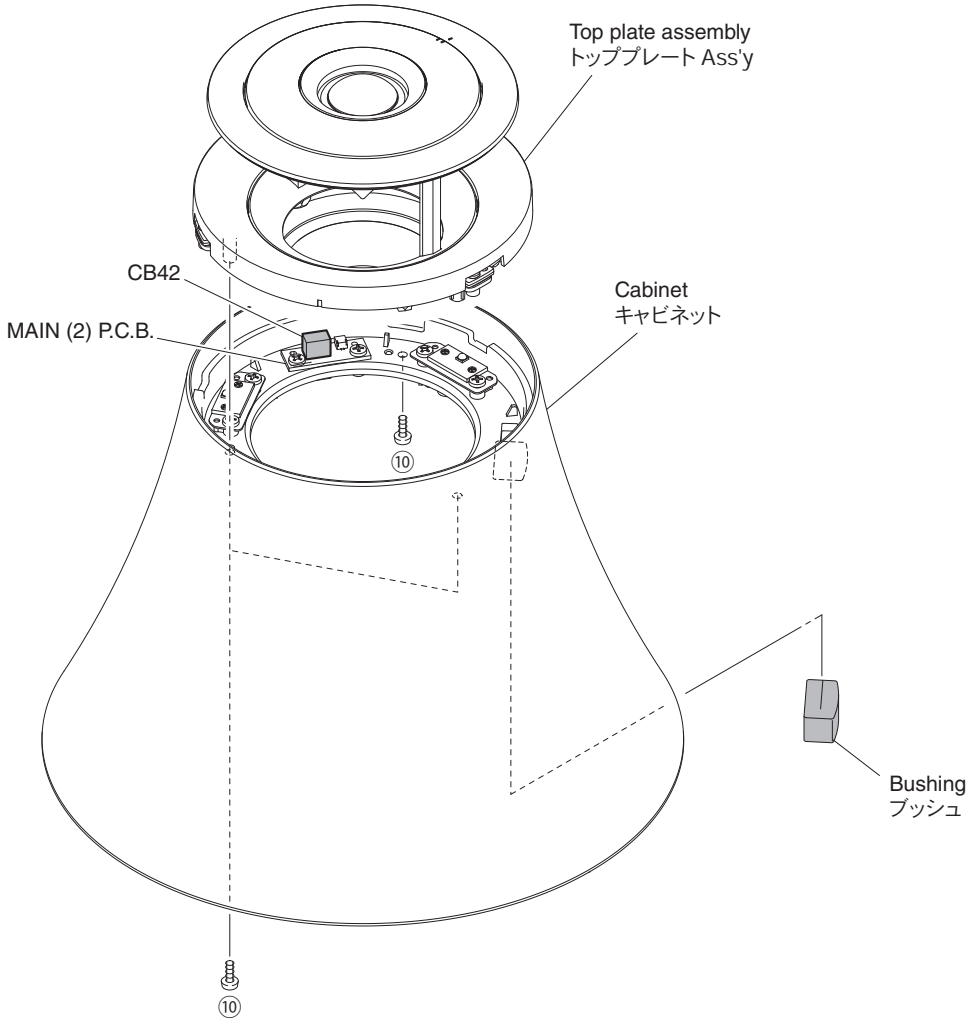

Fig. 7
7. Removal of Top Plate Assembly (Fig. 7)
b. Remove 3 screws (⑩).
7. トッププレート Ass'y の外し方（Fig. 7）
b. ⑩ のネジ 3 本を外します。